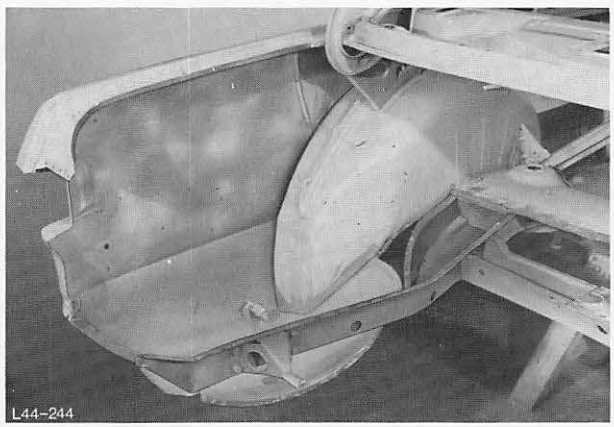

Abb. 259 Auszuwechselnder Längsträger
1. Schweißpunkte an Verbindung Längsträger und Querträger ausbohren, Abb. 259/260.